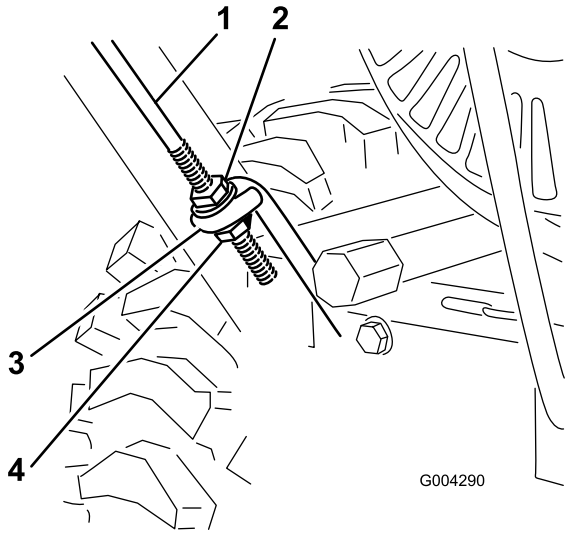

Figure 4
3. Thread a flange nut (not the flange locknut) with the flange down onto the traction rod attached to the left side of the handle (Figure 4).
4. Position the left side of the handle against the side of the machine and insert the end of the traction rod through the lower traction rod loop Figure 4).
1. Thread the flange locknut (flange side up) onto the bottom of the traction control rod, below the loop in the lower traction rod (Figure 4).